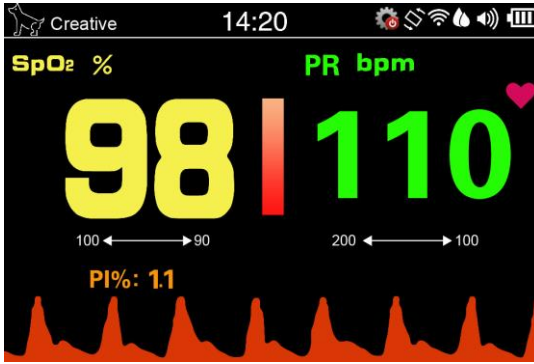

Figura 4.2B Schermo di Visualizzazione
- Durante la misurazione, tenere premuto il tasto Rotazione automatica/Su " ", quindi l'icona bianca " " della Rotazione automatica verrà visualizzata nell'angolo in alto a destra dello schermo, ad indicare che tale funzione è attiva. Ciò significa che se il pulsossimetro è posizionato in orizzontale, anche lo schermo passerà alla visualizzazione orizzontale, come mostrato nella figura 4.2B.